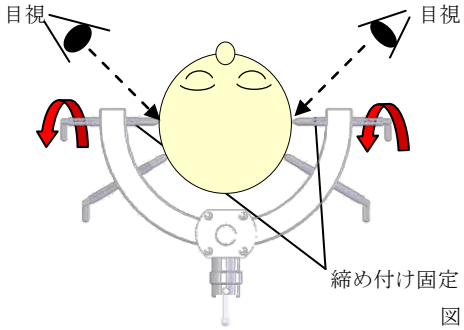

図3
(3) 最後に仮止めしていたスクリューピンを1/4～1/2程回転させ、更なる締め付けをしてください。(図3)**スクリューピンによる過度の締め付けは、頭蓋骨の割れ・陥没・貫通、また、皮膚の裂傷等の恐れがあります。スクリューピンの締め付けは注意して行ってください。**